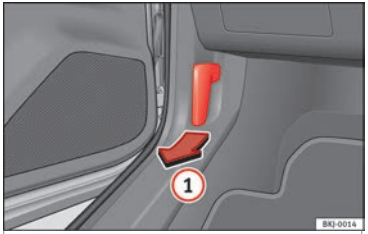

Fig. 9 Release lever in the driver's footwell area.
- Open the door and pull the lever under the dashboard ››› Fig. 9 (1).